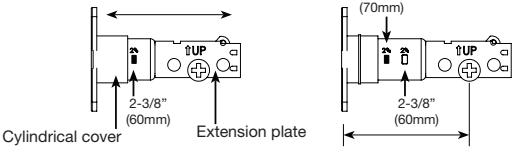

Figure 1d
d. Rotate the cylinder cover counter clockwise so that the marking aligns with the 2-3/4" (70mm) position indicator (Figure 1d).